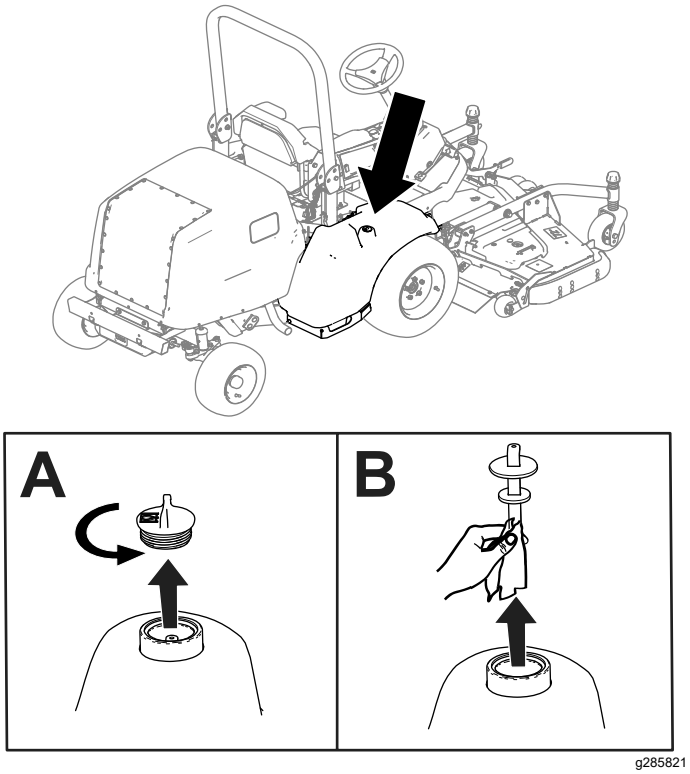

Figuur 79
2. Verwijder de plug van de hydraulische tank (Figuur 79).
3. Verwijder de peilstok uit de hydraulische tank en veeg hem af met een schone doek (Figuur 79).